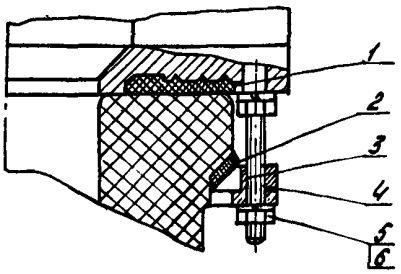

Рис.4. Узел присоединения опорного изолятора к отделителю (см.рис.3,узел IУ):
02.I0. Отвинтить гайки 5, снять нижний фланец с опорного изолятора (рис.4).